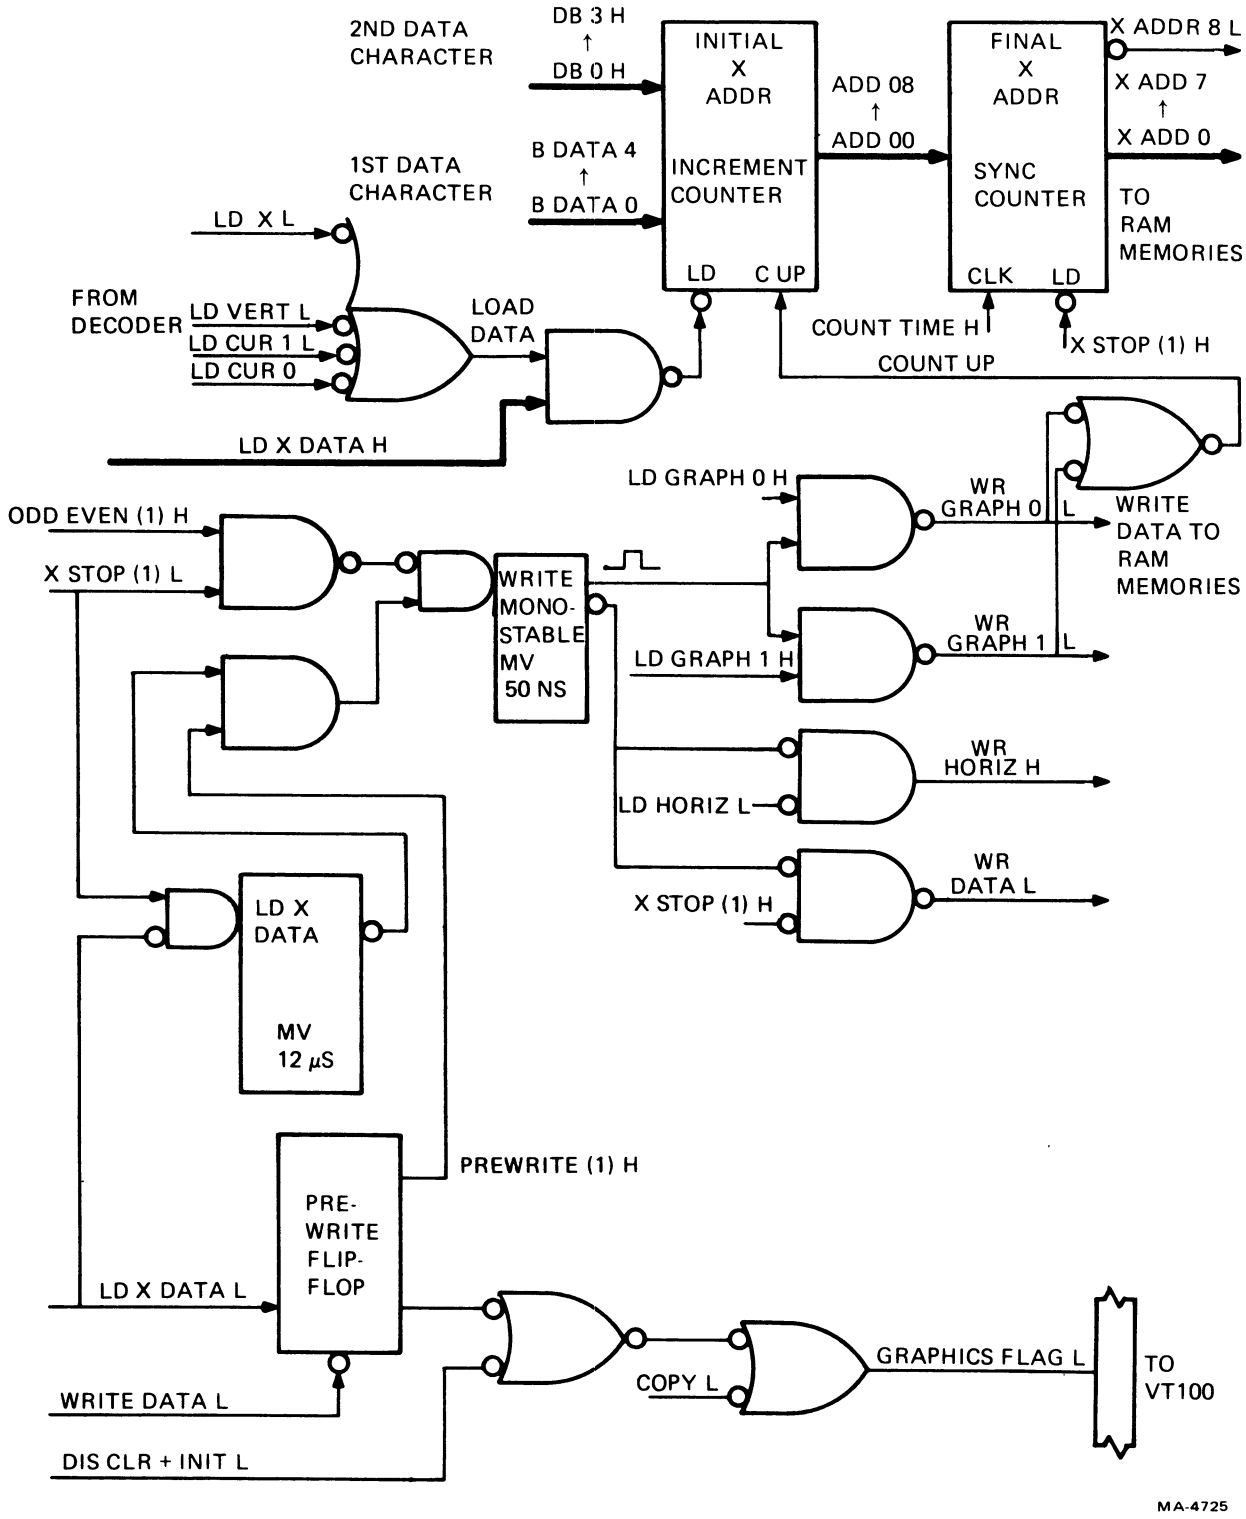

Figure 6-23 Loading Address Data
6.4.1.8 Loading X-Address Information – In order to load the horizontal address of a dot or line, two data characters must be transmitted. The first character contains the lower five bits of the binary X-address and is stored in a register while waiting for the second character with the upper bits. When both characters are received, the signal LD X DATA H loads the initial X-address counter, (Figure 6-23). When the current scan is complete, this data is loaded into the final synchronous X-address counter and presented to the random access memories.